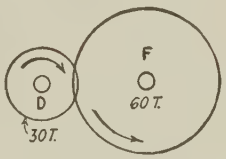
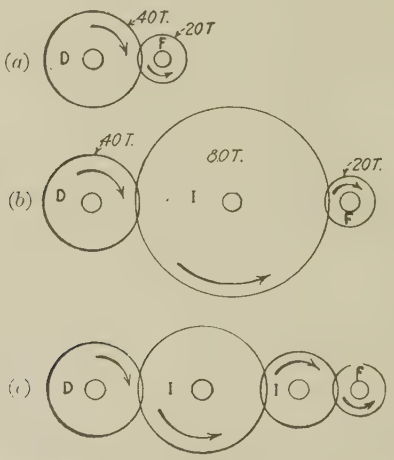

FIG. 19.—Driver and follower gears.
Fig. 20.—Simple gear trains. (*a*) No intermediate; (*b*) one intermediate; (*c*) two intermediates.
28. Driving and Driven (Follower) Gears.—The same reasoning is true with gears with different numbers of teeth as with pulleys of different diameters. If a driving gear having 30 teeth (Fig. 19) is in mesh with a gear having 60 teeth, when the driving gear has made one full revolution it has engaged only 30 of the 60 teeth of the follower gear and turned it only half around. If a driving gear *D* has 40 teeth (*a*, Fig. 20), and the follower gear *F* has 20 teeth one revolution of the driving gear will revolve the follower gear two revolutions. That is, the velocities of the driving and follower gears are to each other *inversely* as the numbers of their teeth.[2]
Placing an intermediate gear (of any number of teeth) between two gears changes the direction of rotation of the follower gear but does not change the velocity ratio. This is illustrated in *b*, Fig. 20. One revolution of *D* will engage 40 teeth in *I* (no matter how many teeth *I* has), and *I* will engage 40 teeth in *F* turning it around twice, the same as in *a* without the intermediate. Note, however, that in *b* the direction of rotation of the follower gear *F* is changed.
intermediates; thus with one intermediate the follower gear will revolve in the same direction as the driving gear (*b*, Fig. 20) and with two intermediates the direction will be reversed (*c*, Fig. 20).